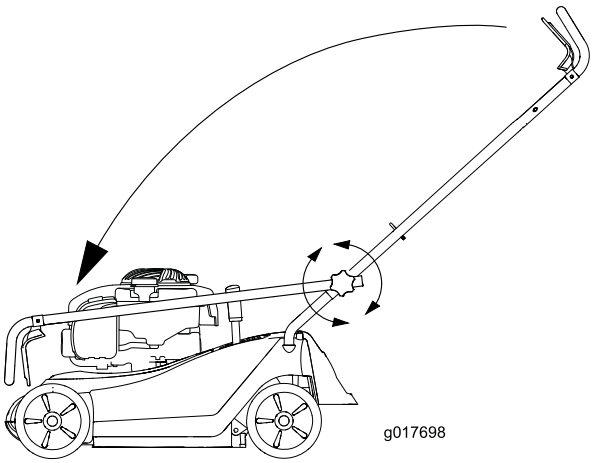

Figur 25
3. Fäll ihop handtaget i enlighet med Figur 25.